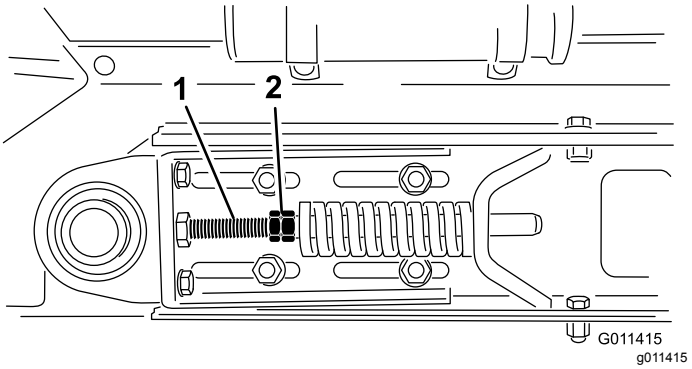

Figur 31
3. Løsn kontramøtrikkerne og møtrikkerne på spændstangen for at frigøre fjederspændingen (Figur 31).